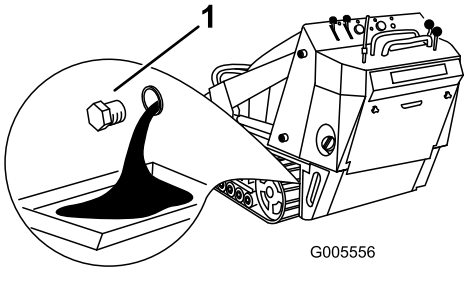

Figur 37
4. Ta bort avtappningspluggen (Figur 37).